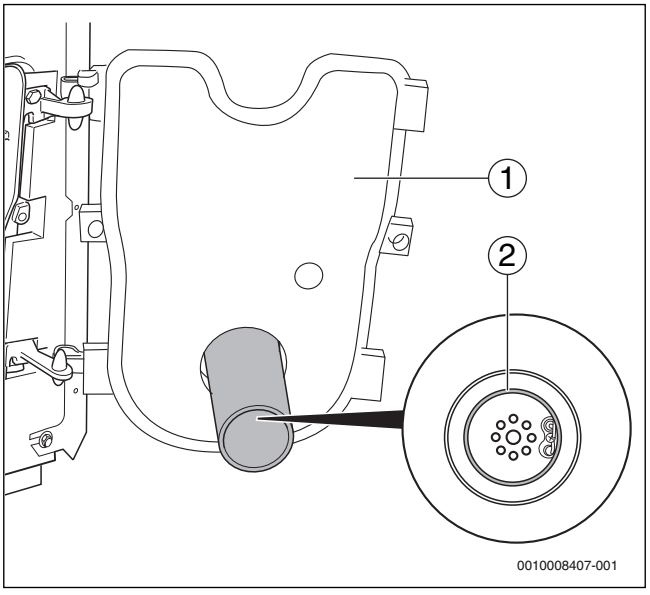

Fig. 40 Controllo della guarnizione posizionata correttamente
- Con la porta del bruciatore aperta (→ fig. 40, [1]) controllare che la guarnizione sia posizionata correttamente (→ fig. 40, [2]).
▶ Chiudere la porta del bruciatore (→ fig. 40, [1]) e serrare le viti di fissaggio della porta del bruciatore (ca. 10 Nm).